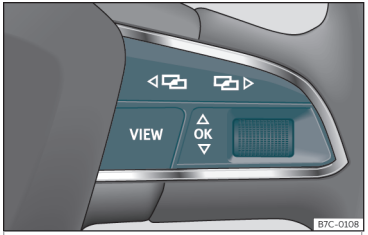

Fig. 61 Lado derecho del volante multifunción: teclas para utilizar los menús y las indicaciones informativas del cuadro de instrumentos.
Mientras haya una advertencia con prioridad 1 ››› **pág. 74**, no se podrá acceder a ningún menú. Algunas advertencias se pueden confirmar y ocultar con la tecla OK del volante multifunción ››› **fig. 61**.
- Si se muestra un mensaje o el pictograma de un vehículo, pulse la tecla OK ››› **fig. 61**; si es necesario, varias veces.
- Para cambiar de menús use las teclas ◁ o ▷ ››› **fig. 61**.
• Para abrir el menú o la indicación informativa que se muestre, pulse la tecla OK ››› **fig. 61** o espere algunos segundos hasta que el menú o la indicación informativa se abra automáticamente.
• En el menú visualizado, gire la ruedecilla derecha del volante multifunción ››› **fig. 61** hasta que se marque la opción de menú deseada. La opción aparece enmarcada.
• Pulse la tecla OK ››› **fig. 61** para realizar las modificaciones deseadas. Una marca indica que la función o el sistema en cuestión están activados.
Pulse la tecla ◁ o ▷ ››› **fig. 61**.